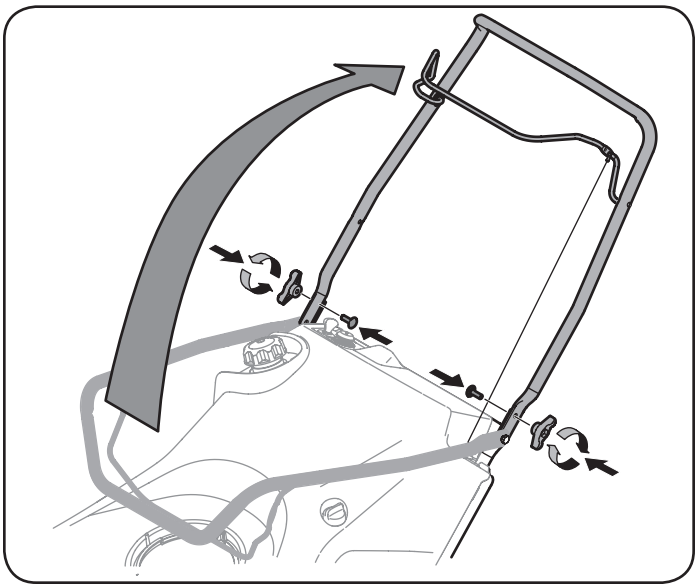

Figura 2
2. Gire la manija superior a la posición de funcionamiento. Asegúrese de no apretar los cables en el proceso. Vea la Figura 2.
3. Ajuste los elementos de ferretería que extrajo previamente para sujetar la manija en su lugar. Vea la Figura 2.